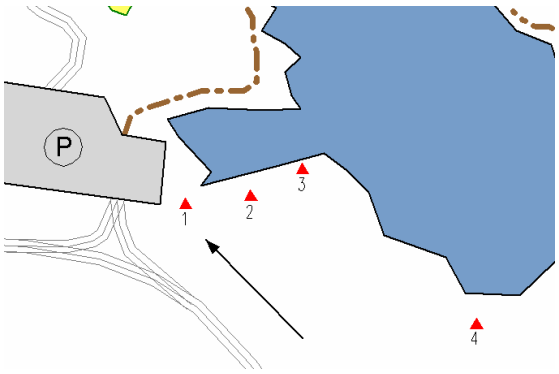

Figure 3.6: Boundary Starting Point
2. Press the *Draw New Feature* button. Position the cursor over the center of station 1 (indicated with the arrow in Figure 3.6) and press the number 5 key on the number pad. A new point should be created at the cursor position. If this does not happen, check that *Num Lock* on the keyboard is on.